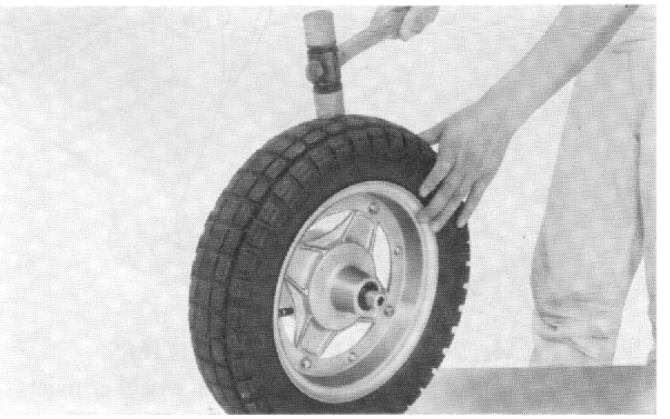

Fig. 80
(1) After reassembly of the tire, fill the tire with air to about 1/3 of the specified pressure and tap the tire all around with a soft faced hammer to eliminate any tube twist or pinching. (Fig. 80)